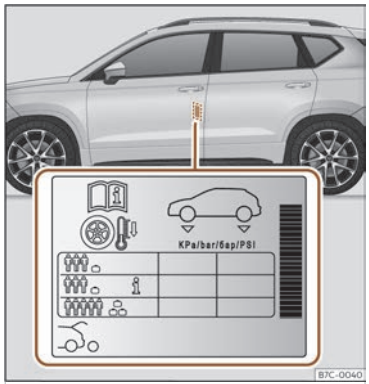

Fig. 209 Ubicación del adhesivo de la presión de inflado de los neumáticos.
- Adapte la presión de los neumáticos a la carga que lleva el vehículo ››› **fig. 209**.
Los valores de la presión de inflado se indican en la etiqueta adhesiva situada en la zona posterior del marco de la puerta delantera izquierda ››› **fig. 209**.
La presión de los neumáticos se debe adaptar a la carga actual del vehículo. Si el vehículo va a ir cargado al máximo, debe aumentar la presión de inflado al valor máximo de carga indicado en la etiqueta adhesiva ››› **fig. 209**.
En el caso de una rueda de emergencia minimizada (125/70 R16 o 125/70 R18), inflar a 4,2 bar de presión según se indica en la etiqueta de presión de los neumáticos ››› **fig. 209**.
En función del vehículo, se puede adaptar la presión de inflado de los neumáticos a media carga para aumentar el confort de marcha (presión de inflado ℹ ››› **fig. 209**). Cuando se circula con la presión de inflado de confort, puede incrementarse ligeramente el consumo de combustible.
- **El conductor es responsable de que todos los neumáticos del vehículo estén inflados a la presión correcta. La presión de inflado recomendada viene indicada en un adhesivo ››› fig. 209.**
- **Con los neumáticos en frío, deberá mantenerse siempre la presión indicada en el adhesivo ››› fig. 209.**